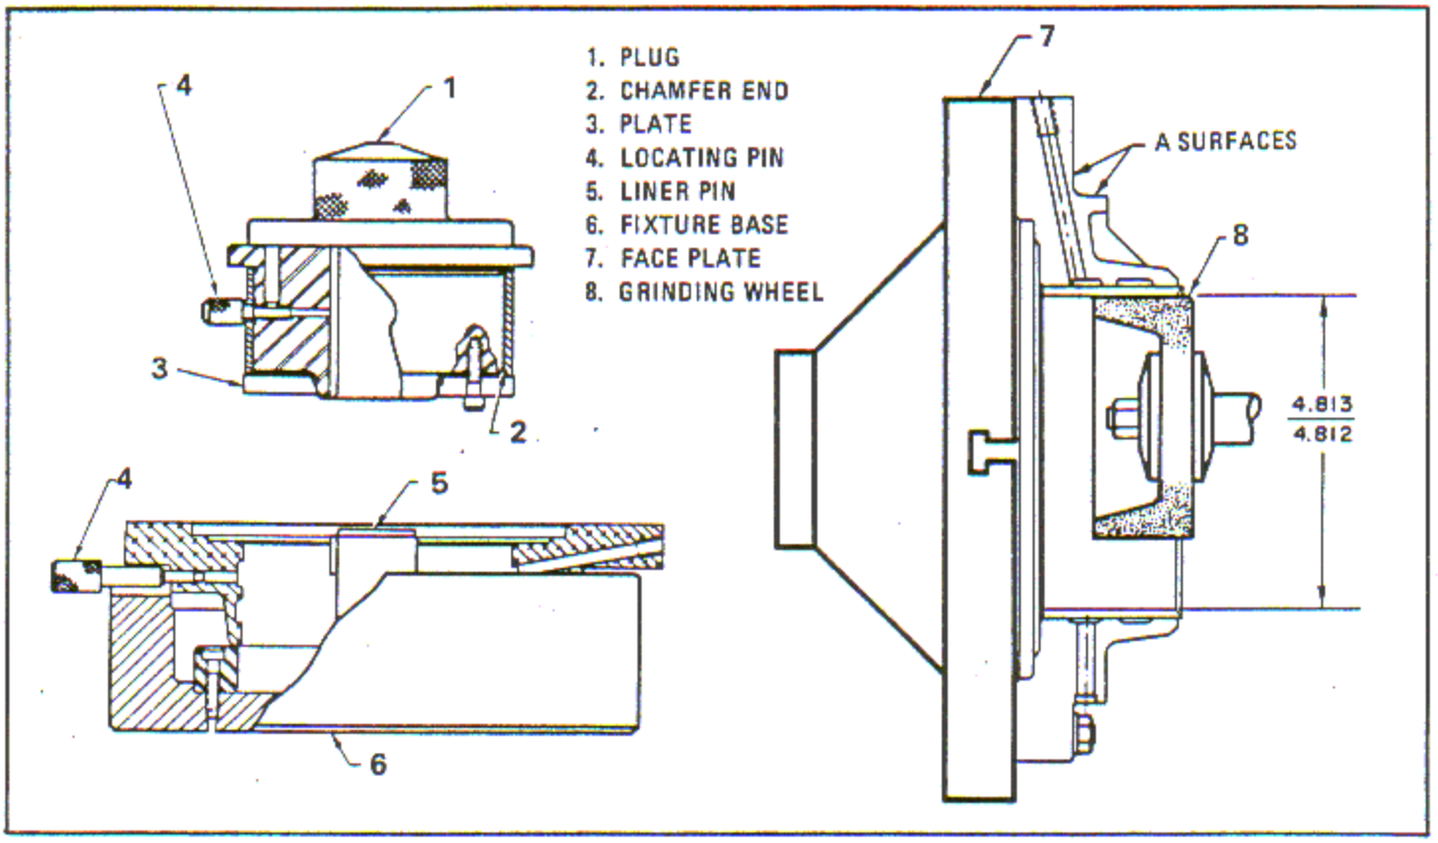

Figure 6-67. Installing and Finish Grinding Stationary Reduction Gear Support Sleeve
b. Assemble the sleeve, chamfered end as shown on plug (1, figure 6-67). Locate the 0.281 inch diameter hole with the plug locating pin (4). Clamp the sleeve with the plate (3) and remove the locating pin.
d. Install the support in base (6) with the flange end up, and place on the arbor press table.
e. Locate the 0.250 - 0.251 inch diameter reamed hole with the base locating pin (4). Install sleeve in the support and press to seat.
b. Mount the support on the faceplate (7, figure 6-67) of a suitable internal grinding machine.